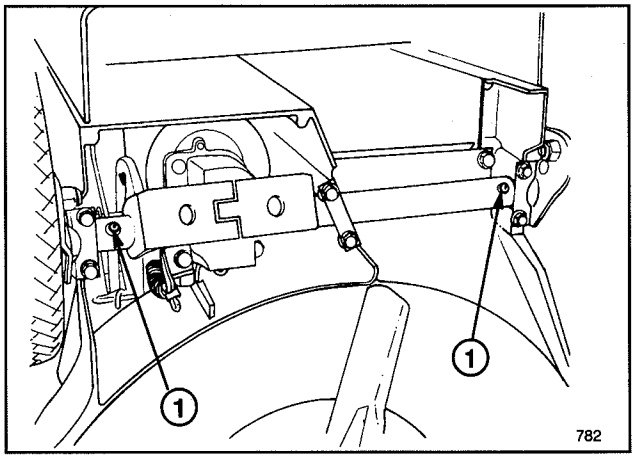

Afbeelding 25
2. Leg de maaier op zijn linkerzijkant. Veeg de smeerpunten met een schone doek af (Afb. 25). Zet de vetspuit op de punten en pomp 1 à 2 maal zachtjes. Gebruik #2 Multi Purpose Lithium Base smeerolie.